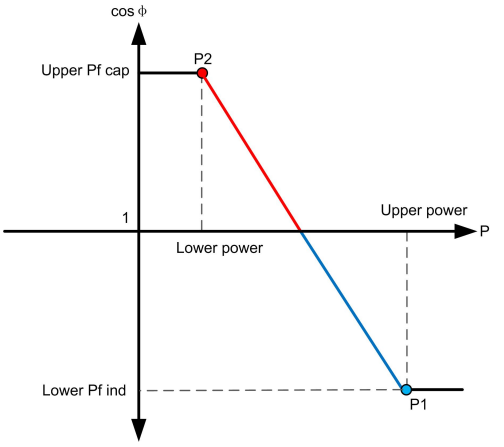

figure 10-4 Q(P) mode curve
Q(P) upper PF	Power factor of point P1 in "figure 10-4 Q(P) mode curve "
Q(P) lower PF	Power factor of point P2 in "figure 10-4 Q(P) mode curve "
Q(P) upper power(%)	Output power of point P2 in "figure 10-4 Q(P) mode curve "
Q(P) lower power(%)	Output power of point P1 in "figure 10-4 Q(P) mode curve "